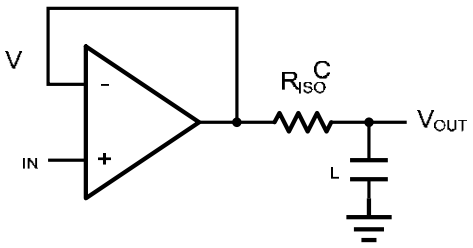
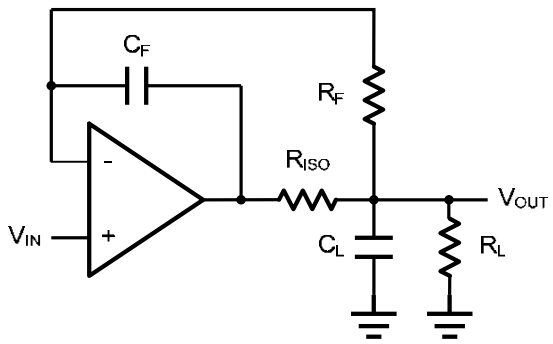

Figure 2 Indirectly Driving a Capacitive Load Using Isolation Resistor
Figure 3. Indirectly Driving a Capacitive Load with DC Accuracy
The HMCP600X family is optimized for bandwidth and speed, not for driving capacitive loads. Output capacitance will create a pole in the amplifier's feedback path, leading to excessive peaking and potential oscillation. If dealing with load capacitance is a requirement of the application, the two strategies to consider are (1) using a small resistor in series with the amplifier's output and the load capacitance and (2) reducing the bandwidth of the amplifier's feedback loop by increasing the overall noise gain.Figure 2 shows a unity gain follower using the series resistor strategy. The resistor isolates the output from the capacitance and, more importantly, creates a zero in the feedback path that compensates for the pole created by the output capacitance.
The circuit in Figure 3 is an improvement to the one in Figure 2. R_F provides the DC accuracy by feed-forward the V_{IN} to R_L. C_F and R_{ISO} serve to counteract the loss of phase margin by feeding the high frequency component of the output signal back to the amplifier's inverting input, thereby preserving the phase margin in the overall feedback loop. Capacitive drive can be increased by increasing the value of C_F. This in turn will slow down the pulse response.